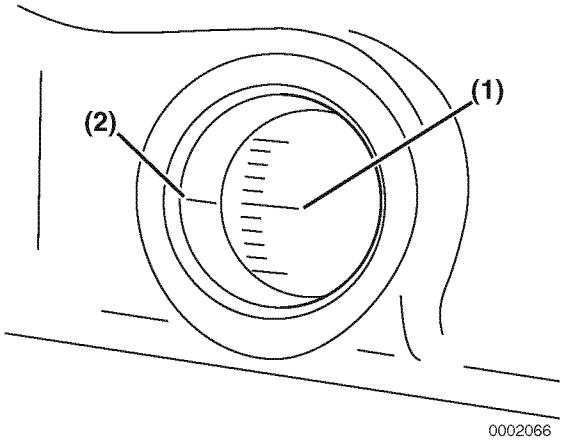

Figure 7-46
2. Rotate the flywheel until the target timing mark **(Figure 7-46, (1))** and the timing reference mark **(Figure 7-46, (2))** on the flywheel housing or back plate are aligned.